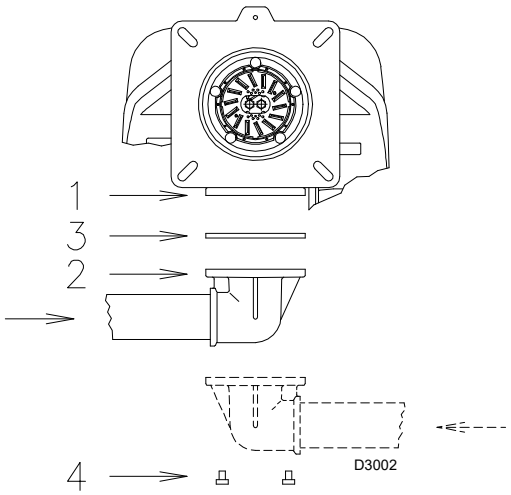

Fig. 32
- La rampe gaz doit être reliée au raccord du gaz 1)(Fig. 32), à travers la bride 2), le joint 3) et les vis 4) fournies de série avec le brûleur.
- La rampe peut arriver au besoin depuis la droite ou la gauche, voir la Fig. 32.